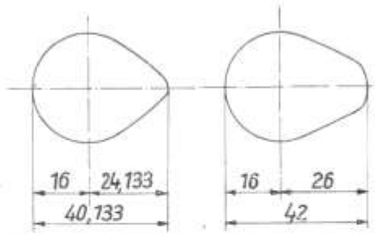

Bild 61: **Nennmaß der Ventile- und Einspritznocken**
g) Nocken auf Verschleiß prüfen, bei feststellbarem Verschleiß die Nockenwelle ersetzen (Bild 61).